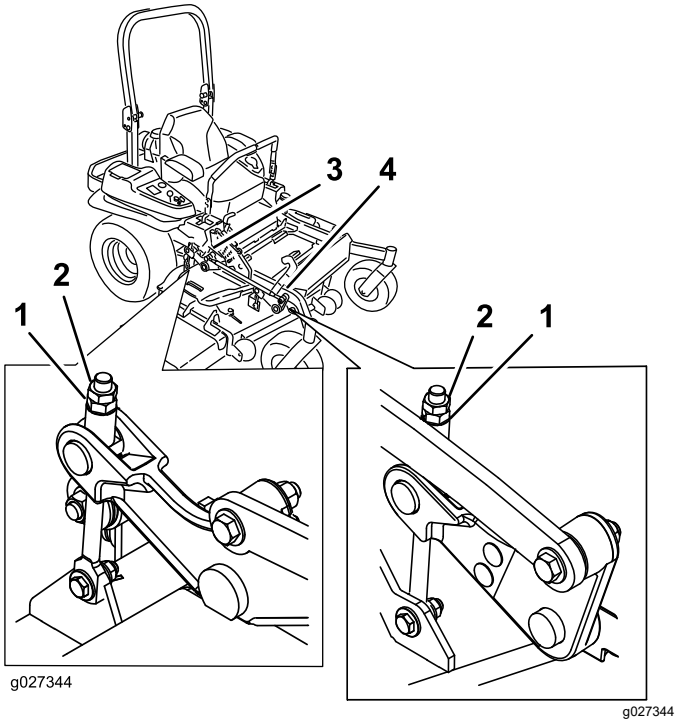

Figur 114
10. Vrid på justermuttern på det främre däckets lyftanordning för att finjustera (Figur 114).
16. Finjustera genom att vrida justeringsskruven så att höjden blir 8,3 mm (Figur 114).